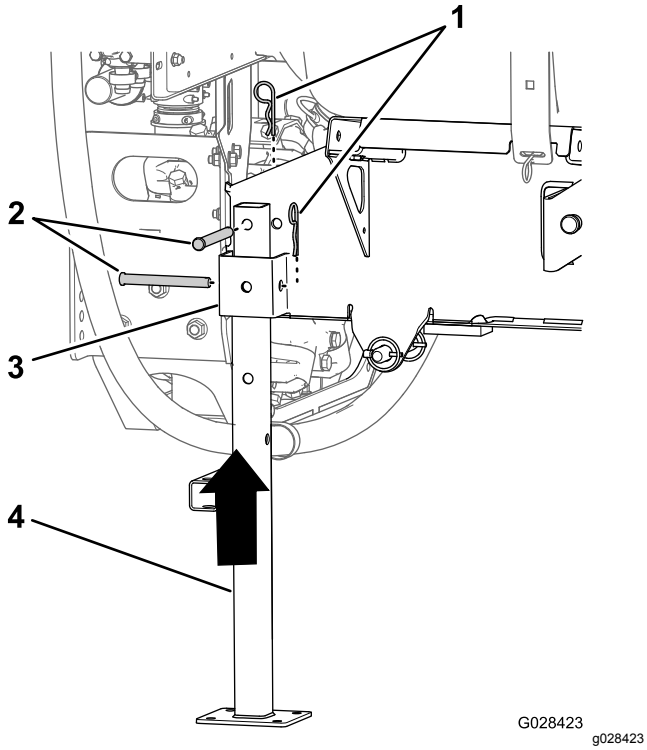

Figur 106
5. Rett inn bakre jekkstøtte med bakre jekkstøttemottaker (Figur 106).
6. Rett inn hullet på toppen av jekkstanden med hullet i tankens gliderramme (Figur 106).
7. Fest jekkstøtten til mottakeren og rammen med to splittpinner (½ x 4½ tomme) og to hårnåler (5/32 x 2⅝ tomme), som vist i Figur 106.